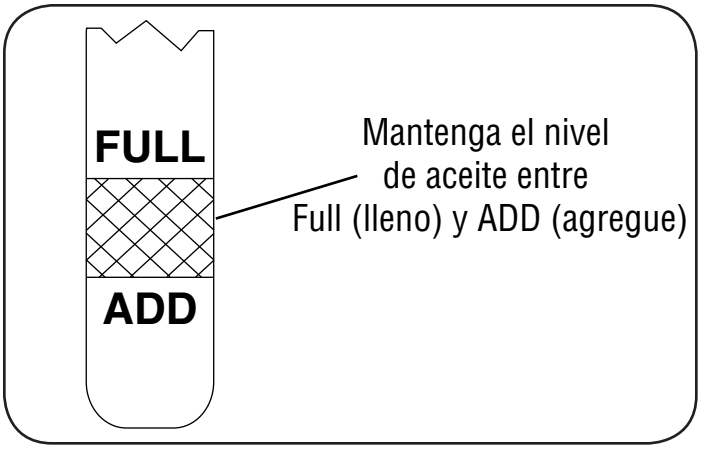

Figura 7
2. Desenrosque el tapón de llenado de aceite del tubo de llenado de aceite y limpie la varilla de nivel de aceite. Vea la figura 7.
4. Desenrosque y retire el tapón de llenado de aceite del tubo de llenado de aceite. Fíjese en el nivel de aceite. Si la lectura en la varilla del nivel de aceite está por debajo de la marca “ADD” (agregue), agregue aceite lentamente hasta alcanzar el nivel “FULL” (lleno). Vea la figura 7.